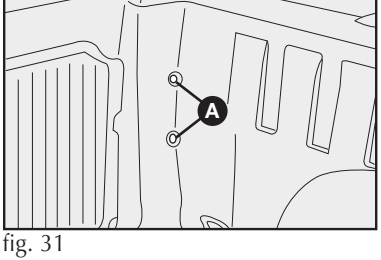

fig. 31
2) utilizando uma chave de ponta torx (não fornecida), soltar os parafusos de fixação da lanterna **A-fig. 31**, aos quais se têm acesso pelo compartimento de carga;